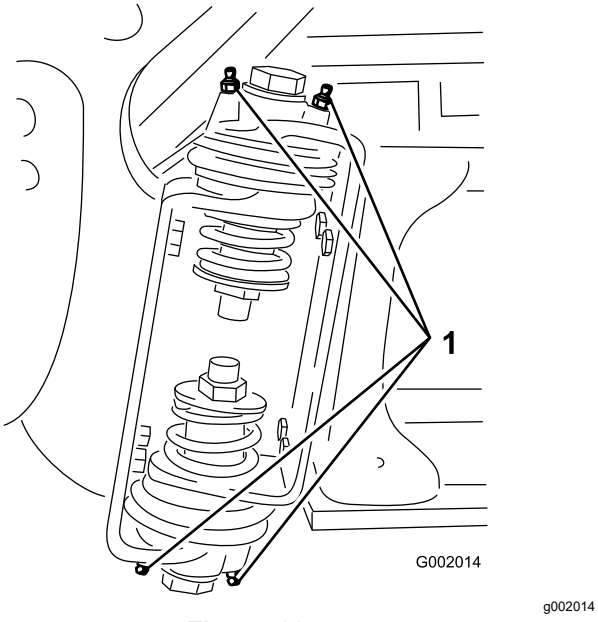

Figura 68
2. Bombee grasa en el cojinete o casquillo de cada punto de engrase (Figura 68).